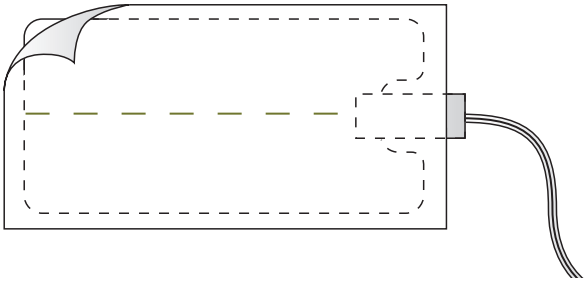

Figure 4-5. Retirer prudemment le film de protection de l'électrode de masse
2. Retirer lentement le film de protection en plastique pour exposer la zone conductrice/adhésive sans plisser la surface de l'électrode de masse (Figure 4-5). Jeter le film de protection en plastique.